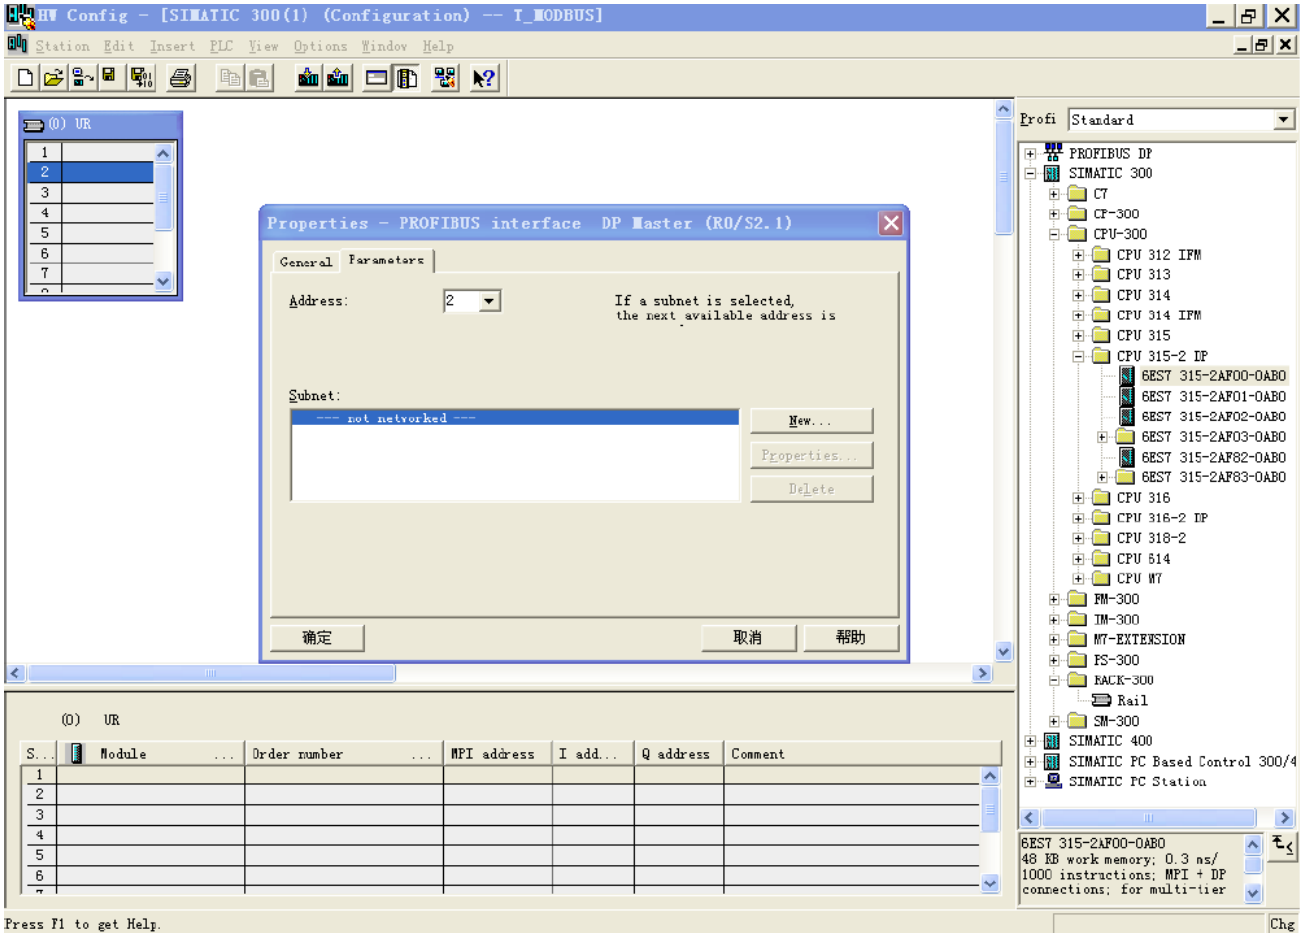

图 7
7. 设定 PLC rack，双击“Hardware Catalog\SIMATIC 300\RACK-300\Rail”，如图 7 所示